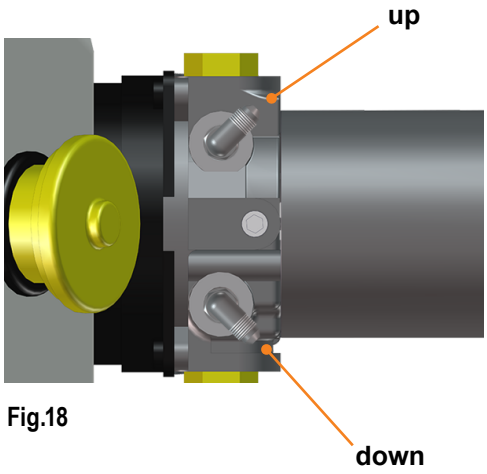

Fig.18
1. The power unit mounting location was determined when the trailer was first inspected. Mount the power unit to the back or side wall of the front compartment in the position you previously determined using six (6) self tapping screws.
2. Install hose fittings into the power unit **(Fig.18)**. The two ports are marked DN and UP. DN = Extend. UP = Retract.